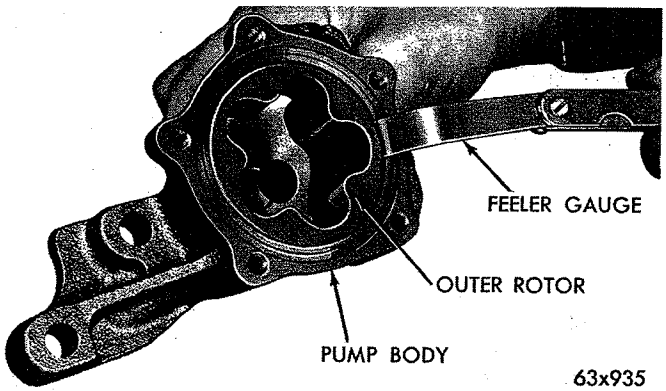

*Fig. 58—Measuring Outer Rotor Clearance*
(7) Remove inner rotor and shaft, leaving outer rotor in pump cavity. Press outer rotor to one side with fingers and measure the clearance between outer rotor and pump body (Fig. 58). If measurement is more than .012 inch, install a new oil pump body. (This check is not necessary if a new oil pump body is being used.)